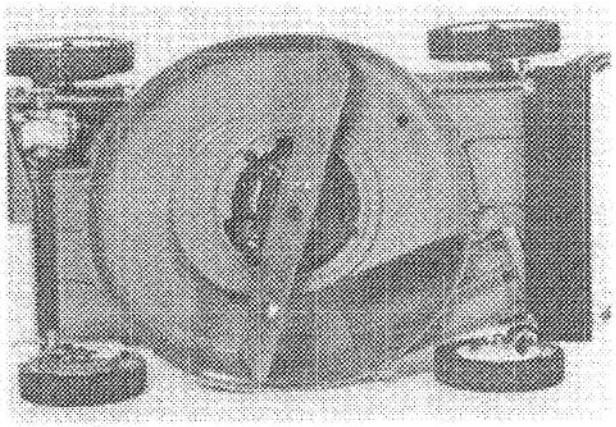

Figure 38
3. Tip mower on its right side (Fig. 38), which is opposite the spark plug side, and allow it to remain tipped for only a short time. Avoid rotating the blade when mower is tipped because starting problems may result.